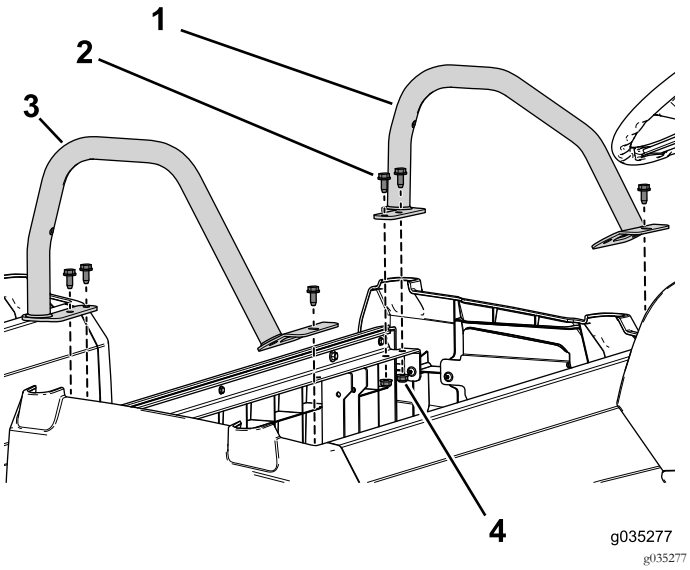

Figur 96
7. Brug de seks flangebolte (3/16 x 3/4 tomme) og flangemøtrikker til at fastgøre venstre og højre hoftestøtte til sædesoklen (Figur 96).